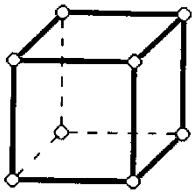

Рис. 5
23. Каково координационное число кристаллической решетки, элементарная ячейка которой представлена на рис. 5?